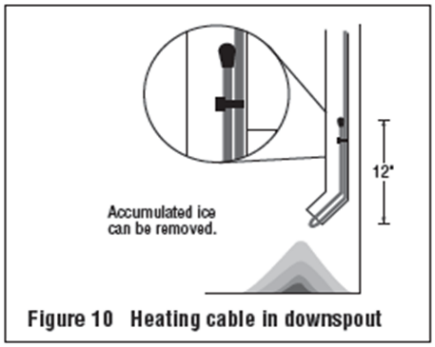

Figure 10 Heating cable in downspout
- Permanent attachment of the cable to the gutter bottom is not necessary. Loop the heating cable in downspouts. Do not leave the end of the DSR-RGS in air at the end of the downspout as shown in Figure 10 below.